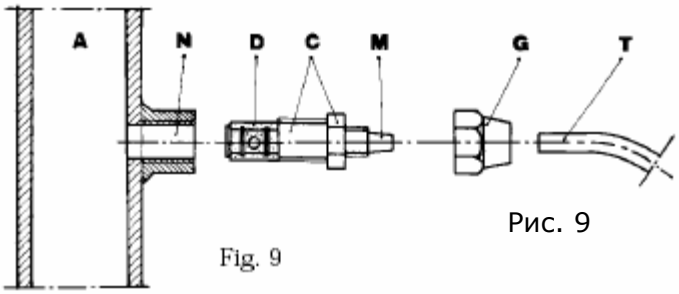

Рис. 9
ж – Выберите наиболее подходящее место для врезки в систему и установите в нем стальной коннектор с наружной резьбой 3/8". Данный коннектор не входит в комплект поставки насоса. Вкрутите в этот коннектор инжектор, как показано на рис. 9. Затем подсоедините шланг сброса к инжектору и закрутите гайку G. В данной ситуации инжектор также выполняет функцию невозвратного клапана.
3.1. Схема установки инжектора Рис.9